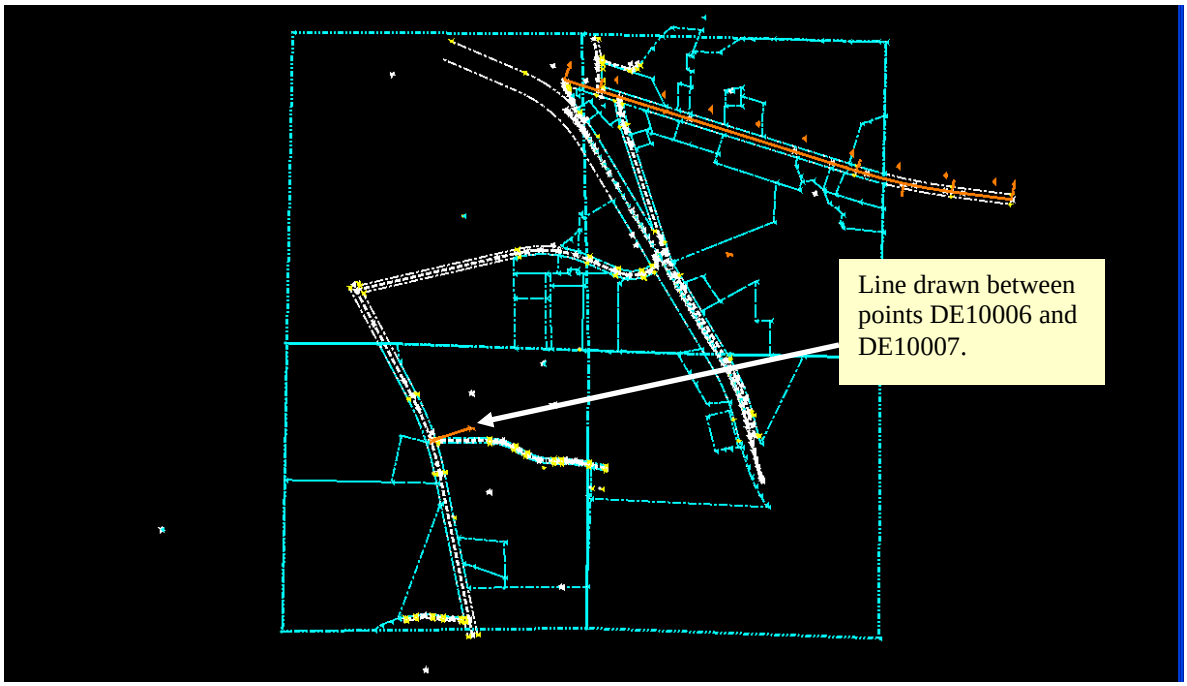

Figure L3-33 MicroStation Window
- In Microstation, notice that a line was drawn from point DE10006 to DE10007 as shown in *Figure L3-33*.